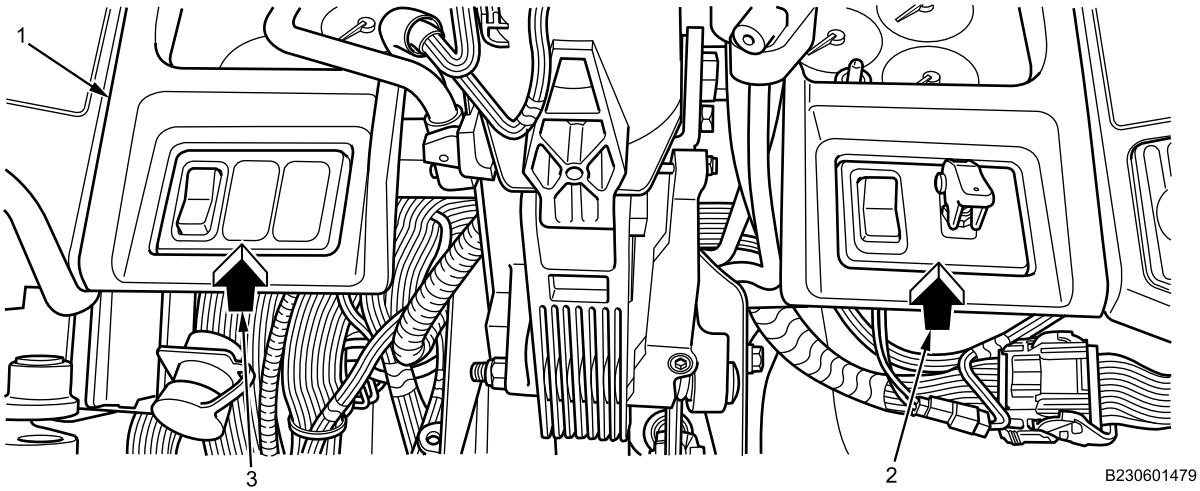

Figure 2. Instrument Panel Cluster Closeout Panel.
2. Disengage bottom corners of instrument panel cluster closeout (Figure 2, Item 2 and 3) by pulling towards steering wheel. Remove instrument panel cluster closeout (Figure 2, Item 1).